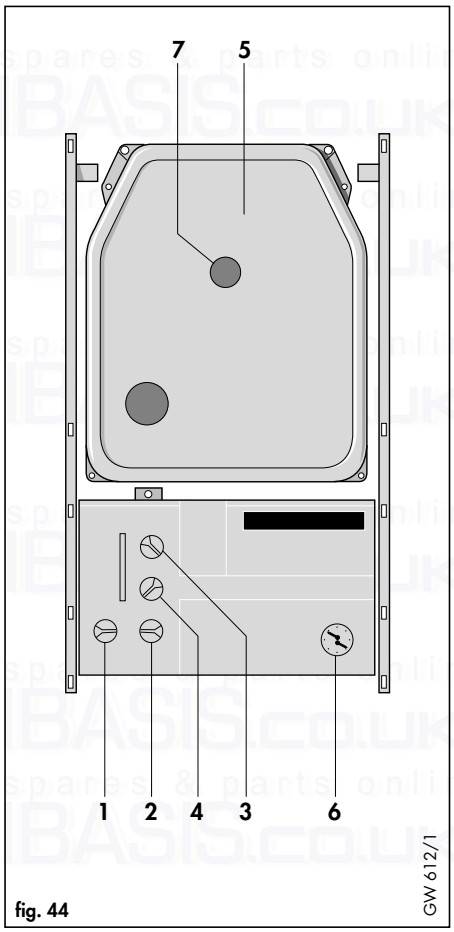
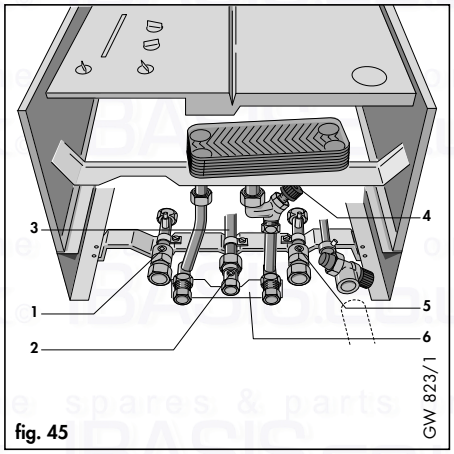

fig. 44
fig. 45
Set the maximum radiator temperature control (3, fig. 44) to the desired setting.
Set the maximum hot water temperature control (4, fig. 44) to the desired setting. For normal circumstances the maximum hot water temperature should be set to 6.
Note: The boiler is fitted with a combustion analysis test point (7, fig. 44). A suitable combustion analyser can be connected to this point to establish the combustion performance of the boiler.
Operate the boiler by turning the maximum hot water temperature control (4, fig. 44) to '9' and fully opening a hot water tap. Inspect the burner operation through the viewing window. Check that the flames are burning evenly over the full surface of the burner. Inspect for signs of excessive lifting or sooting.
6.2.2 Turn off the boiler (fig. 45)
- Turn off the gas service valve (2)
- Turn off DHW cold water service valve (4).
6.2.3 Remove combustion chamber front cover (5, fig. 44)